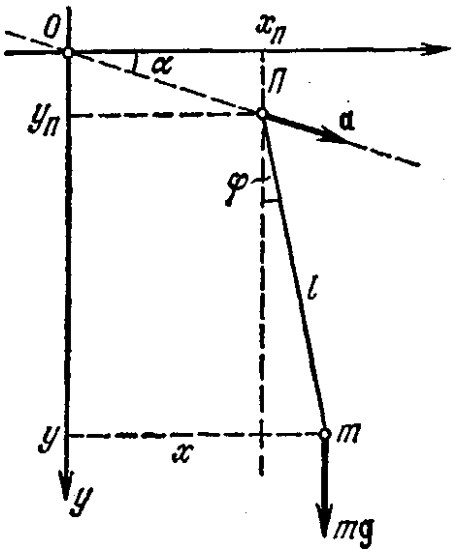

Рис.6.
4. Маятник с точкой подвеса, движущейся с постоянным ускорением. (рис.6)